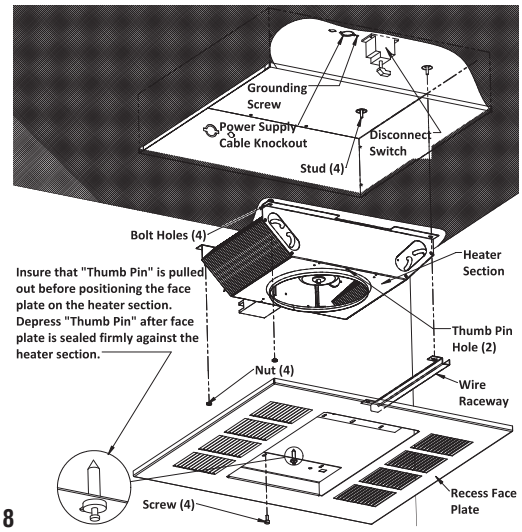

Figure 8
12. Position the heater section over the studs in the recess mounting box (Figure 8).
13. Push the heater section onto the studs and securely tighten two nuts (supplied) on the studs to secure the half of the heater section opposite the sleeved wires to the recess mounting box. Push the raceway onto the studs ensuring that the sleeved wires are in the raceway and securely tighten two nuts (supplied) on the studs to secure the raceway and the other half of the heater to the recess mounting box (Figure 8).
15. Remove the recess face plate (Figure 8) from the carton containing the Recess Mounting Enclosure, Type REA.
18. Install and securely tighten four screws (supplied) to secure the recess face plate to the heater section (Figure 8).